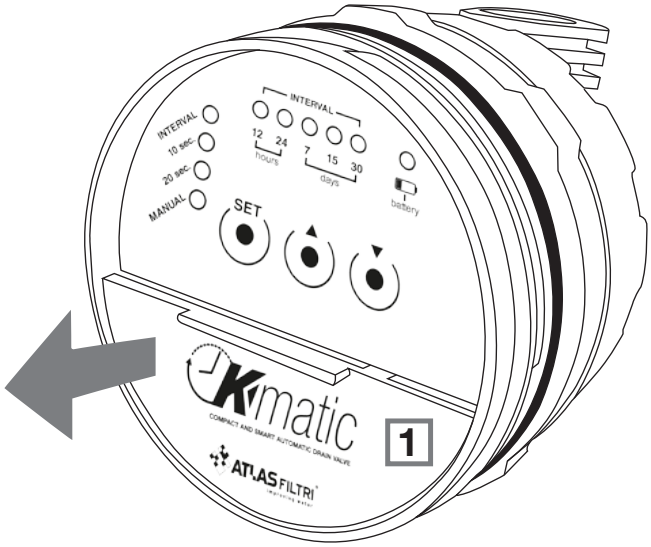

figura 1
- Abrir o alojamento da bateria (1), removendo a tampa posicionada na metade inferior da parte frontal do programador (figura 1)